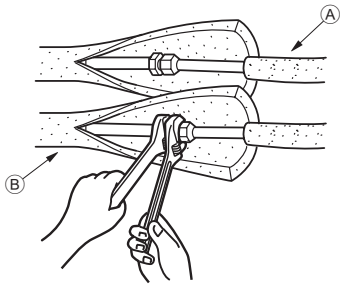

Fig. 4-4
4.5. Kjølemiddelrør (Fig. 4-4)